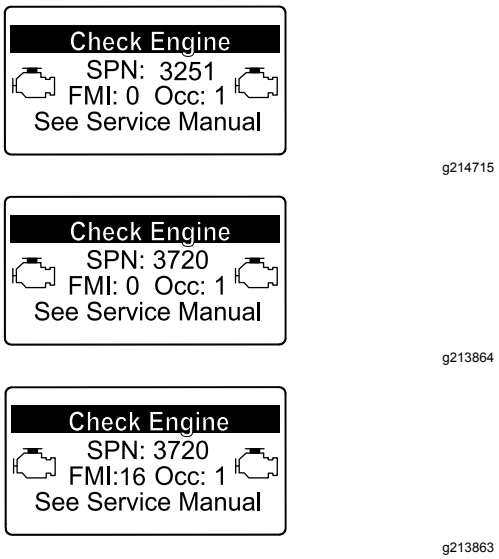

Figur 75
16) vises i infocenteret (Figur 75), skal sodfilteret rengøres ved hjælp af følgende trin: